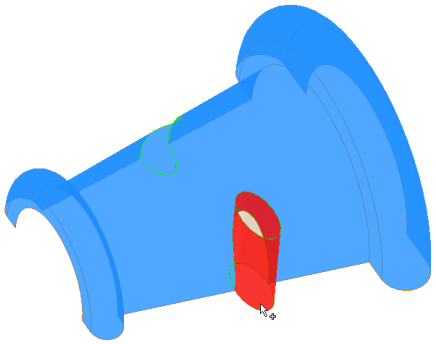

***Figure 18-58*** *Trimming the other extruded surface*
5. Trim the other extruded elliptical surface using the base surface as the trim tool. Note that you need to select the outer portion of the extruded surface to trim, as shown in Figure 18-58.